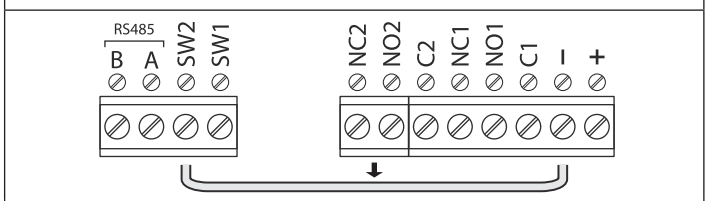

Fig. 12
6. Release button **1** [1] and remove the short between terminals **-** and **SW2**, see **Fig.12**, page 18.
6. Release button **2** [2] and remove the short between terminals **-** and **SW2**, see **Fig.12**, page 18.
5. After the red status LED stops flashing remove the short between terminals **-** and **SW2** (**Fig.12**, page 18) the unit ID has been set.
5. Release the **ENTER** ⏎ button then remove the short between terminals **-** and **SW2**, see **Fig.12**.